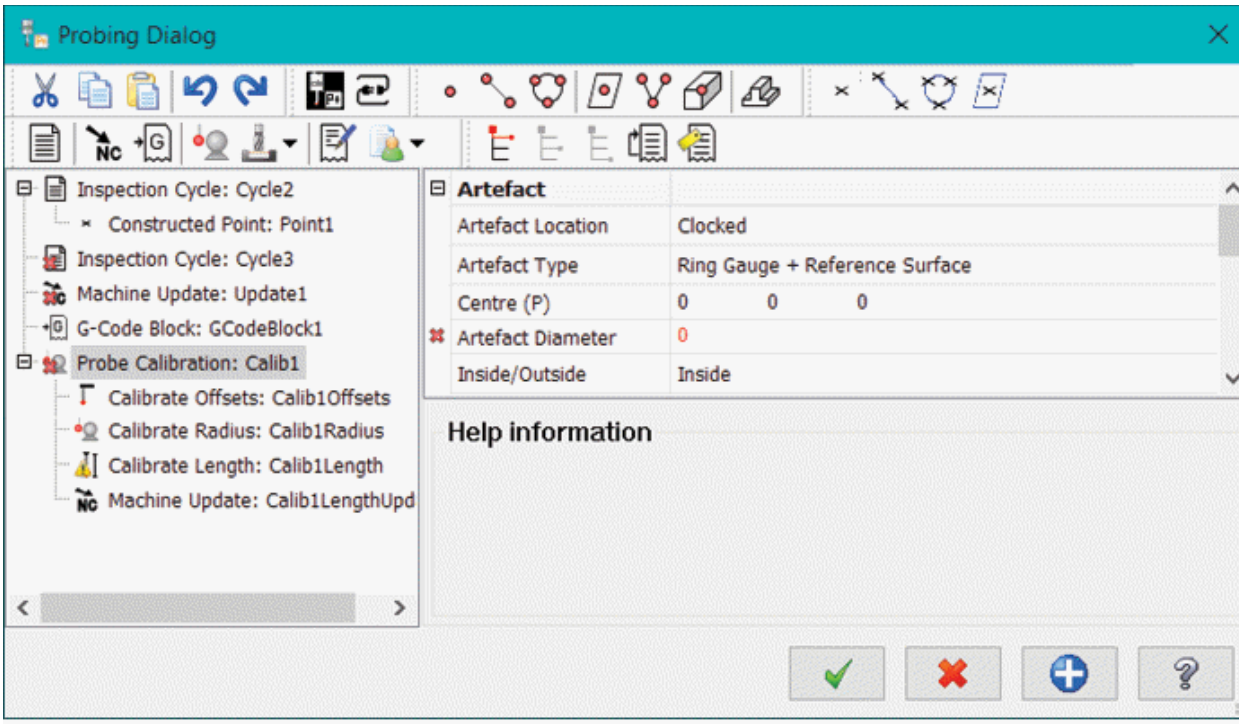

Figure-13. Probe Calibration feature
- Click on the **Probe Calibration** button from the toolbar in the dialog box to center the probe properly for accurate measurements. The **Probe Calibration** feature will be added in the machining sequence; refer to Figure-13.